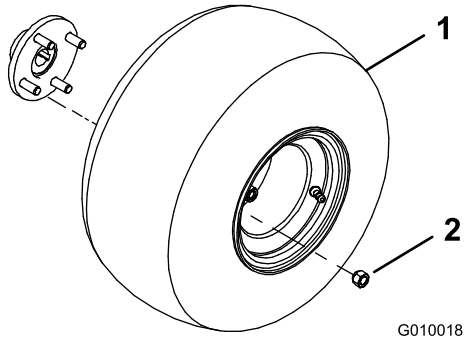

Figura 3
2. Monte um conjunto de roda em cada cubo da roda traseira(Figura 3).
3. Instale as porcas de roda(Figura 3) e aperte-as com 61 a 75 Nm.